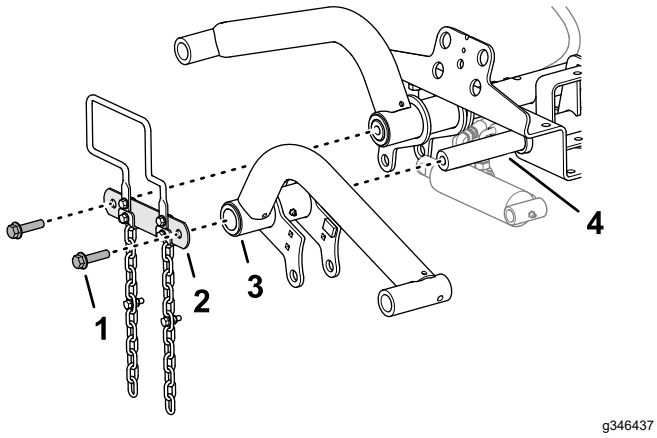

Figuur 11
1. Monteer de hefarmen op de taatsassen van de hefarm zoals getoond in Figuur 11.
2. Monteer de koppeling van de taatsas op de taatsassen van de hefarm (Figuur 11) met de 2 flenskopschroeven (½" x 2") die u hebt verwijderd in Voorbereiden om de hefarmen te monteren (bladz. 17).